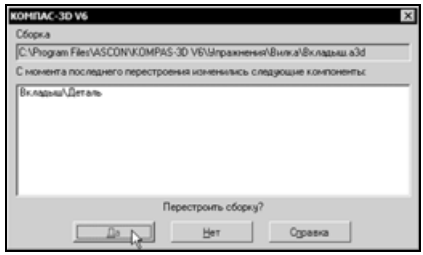

Рис. 7.88
- На экране появится окно сообщения о том, что в сборке **Вкладыш** появилась новая деталь. Щелчком на кнопке **Да** подтвердите необходимость перестроения сборки (рис. 7.88).